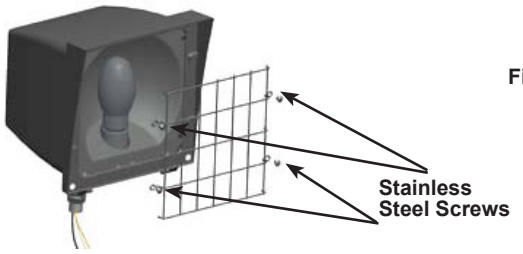
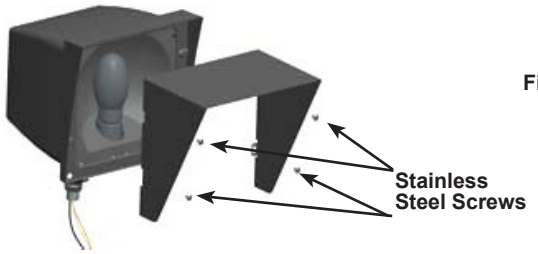

Figure 1
Figure 2
Wire Guard and Hood mount with (4) #10-24 **Stainless Steel Screws.** Screws are provided with accessory. See figure 1 for Guard. See figure 2 for Hood